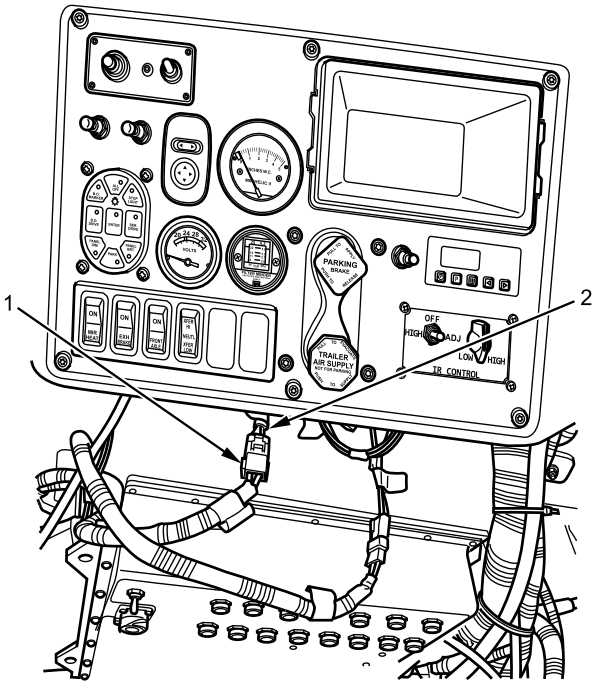

Figure 9. Feed Harness.
2. Connect left side 12V feed harness (Figure 9, Item 1) on IP harness (Figure 9, Item 2).